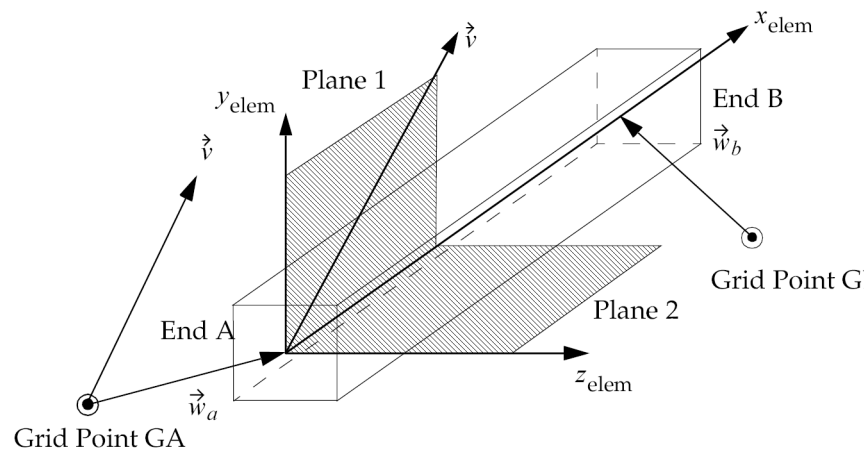
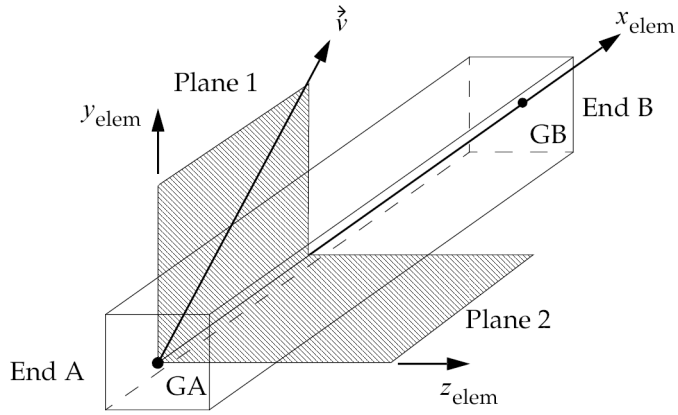

Figure 11-7. CBAR Element Geometry with Offsets
Figure 11-8. CBAR Element Geometry without Offsets
PA, PB	Pin flags for bar ends A and B, respectively. Used to remove connections between the grid point and selected degrees-of-freedom of the bar. The degrees-of-freedom are defined in the element's coordinate system (see Figure 11-7). The bar must have stiffness associated with the PA and PB degrees-of-freedom to be released by the pin flags. For example, if PA = 4 is specified, the PBAR entry must have a value for J, the torsional stiffness. (Up to 5 of the unique integers 1 through 6 anywhere in the field with no embedded blanks; Integer > 0.)
W1A, W2A, W3A, W1B, W2B, W3B	Components of offset vectors $\vec{w}_a$ and $\vec{w}_b$, respectively (see Figure 11-7) in displacement coordinate systems at points GA and GB, respectively. See Remarks 7 and 8. (Real; Default = 0.0)
3. Figure 11-7 and Figure 11-8 define bar element geometry with and without offsets.